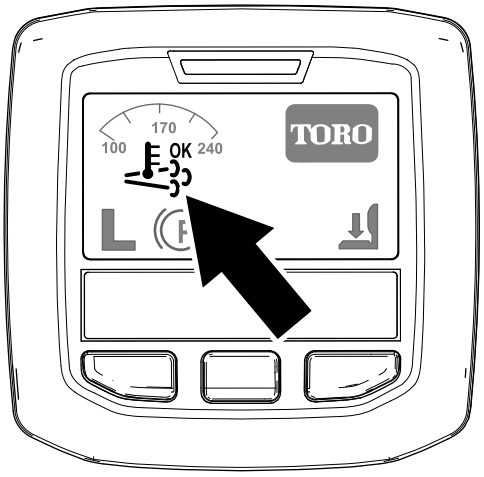

Figur 22
- Ikonet for assister/nulstil-regenerering vises i infocenteret (Figur 22).